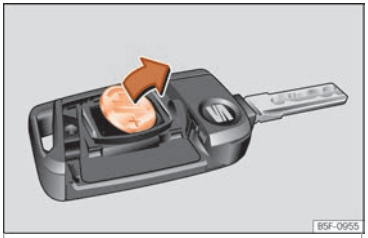

Fig. 84 Vehicle key: removing the battery.
- Extract the battery from the compartment using a suitable thin object ››› Fig. 84.
- Place the new battery in the compartment as shown ››› Fig. 84, pressing in the opposite direction to that shown by the arrow ››› ❗.